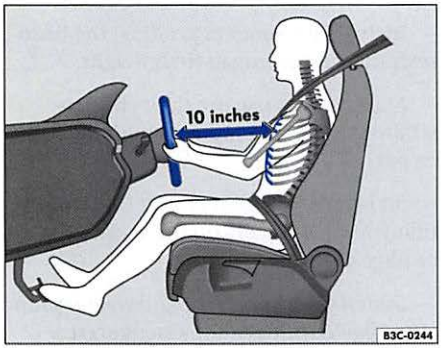

Fig. 1 There must be a distance of at least 10 inches between the driver and the steering wheel.
– Adjust the steering wheel so that there is a distance of at least 10 inches (25 cm) between the steering wheel and your breast bone ⇒ fig. 1. If not possible, see your authorized Volkswagen dealer or qualified workshop about adaptive equipment.